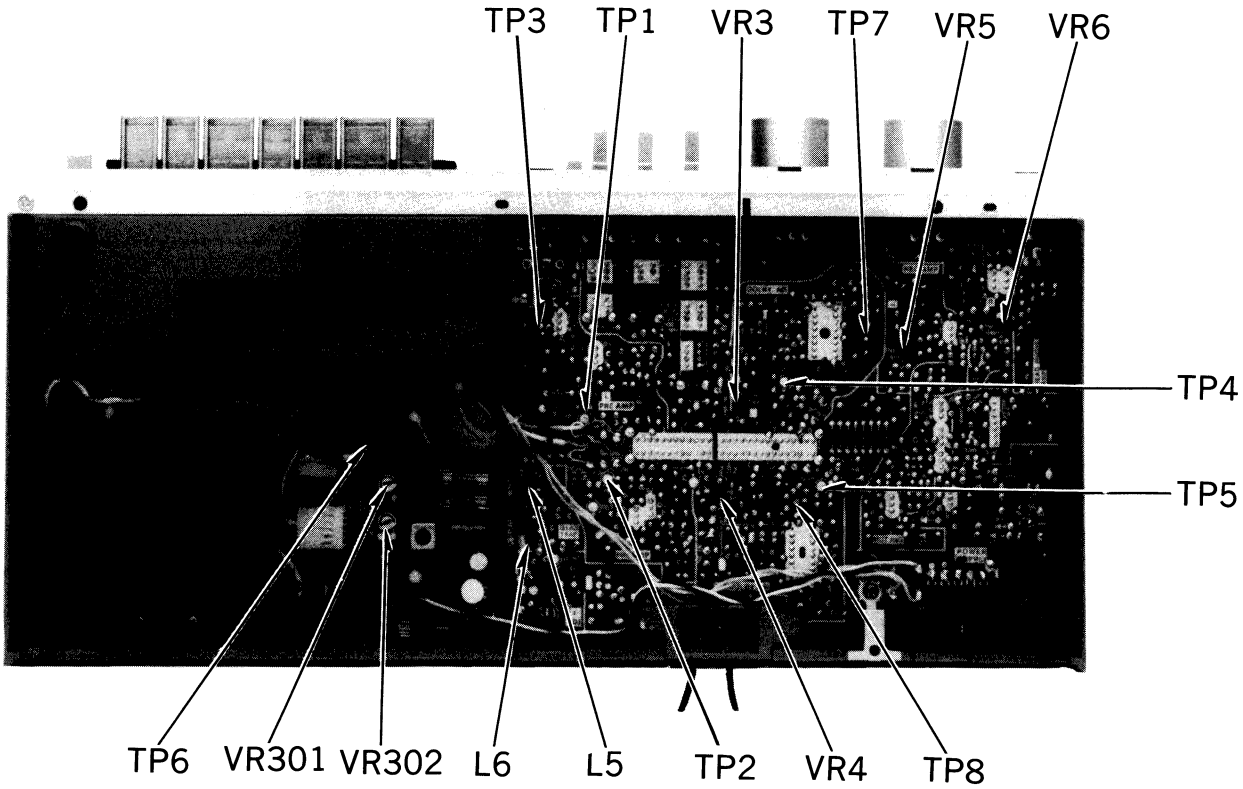

Fig. 8
Ⓓ Playback gain Condition: * Playback mode * Tape selector ··· Normal position Equipment: * VTVM * Oscilloscope * Test tape ··· QZZCFM	1. Test equipment connection is shown in fig. 9. 2. Playback standard recording level portion on test tape (QZZCFM 315 Hz), and using VTVM measure the output level at LINE OUT. 3. Make measurement for both channels. **Standard value: around 0.39 V** **Adjustment** 1. If measured value is not within standard, adjust VR3 (L-CH), VR4 (R-CH) (See fig. 8). 2. After adjustment, check "Playback frequency response" again.
**Fig. 16** 4. If measured value is not within standard, adjust VR301 (L-CH) and VR302 (R-CH) (See fig. 8 on page 3). 5. Set the tape selector to each position. 6. Make sure that the measured value is within standard. **Standard value: around 550μA (CrO_2 position), around 830μA (Metal position)**
Ⓗ Overall gain Condition: • Record/playback mode • Input level control ··· MAX • Standard input level; MIC ····· −72±4 dB LINE IN ··· −24±3 dB Equipment: • VTVM • AF oscillator • ATT • Oscilloscope • Resistor (600 Ω) • Test tape (reference blank tape) ··· QZZCRA for Normal	1. Test equipment connection is shown in fig. 17. 2. Place UNIT into record mode, and tape selector to normal position. 3. Supply 1 kHz signal (−24 dB) from AF oscillator, through ATT to LINE IN. 4. Adjust ATT until monitor level at LINE OUT becomes 0.39 V. 5. Using test tape, make recording. 6. Playback recorded tape, and make sure the value at LINE OUT on VTVM becomes 0.39 V (−7 dB). 7. If measured value is not 0.39 V, adjust VR5 (L-CH), VR6 (R-CH) (See fig. 8 on page 3). 8. Repeat from step (2).